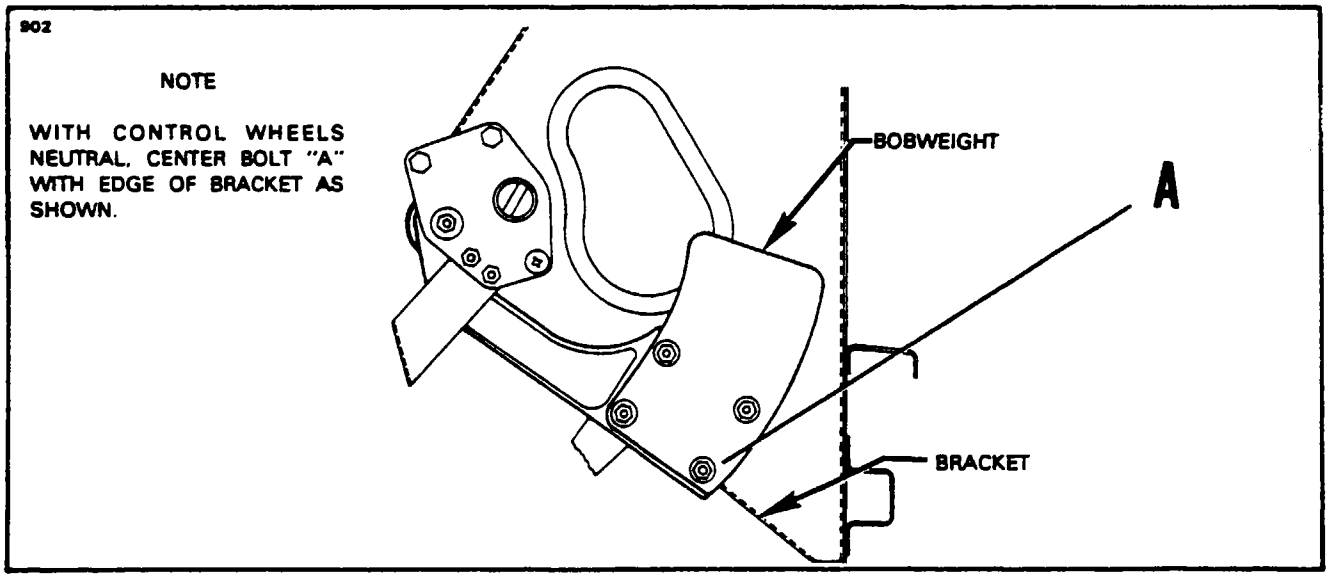

Figure 5-3. Rigging Bobweight
g. Adjust the control wheel tube slides (46) at the instrument panel by tightening the adjustment screw (45) to remove any play in the tube without restricting normal tube movement.
h. Adjust the horizontal roller chain so that when the left control wheel is held solid, in center position, the right wheel will also be centered with no play. Safety turnbuckles (41) and secure chain guard (72) in the sprocket housing (75).
1. With control wheels in their neutral position, the center of the bolt A (refer to Figure 5-3) must be in line with the edge of the bracket.